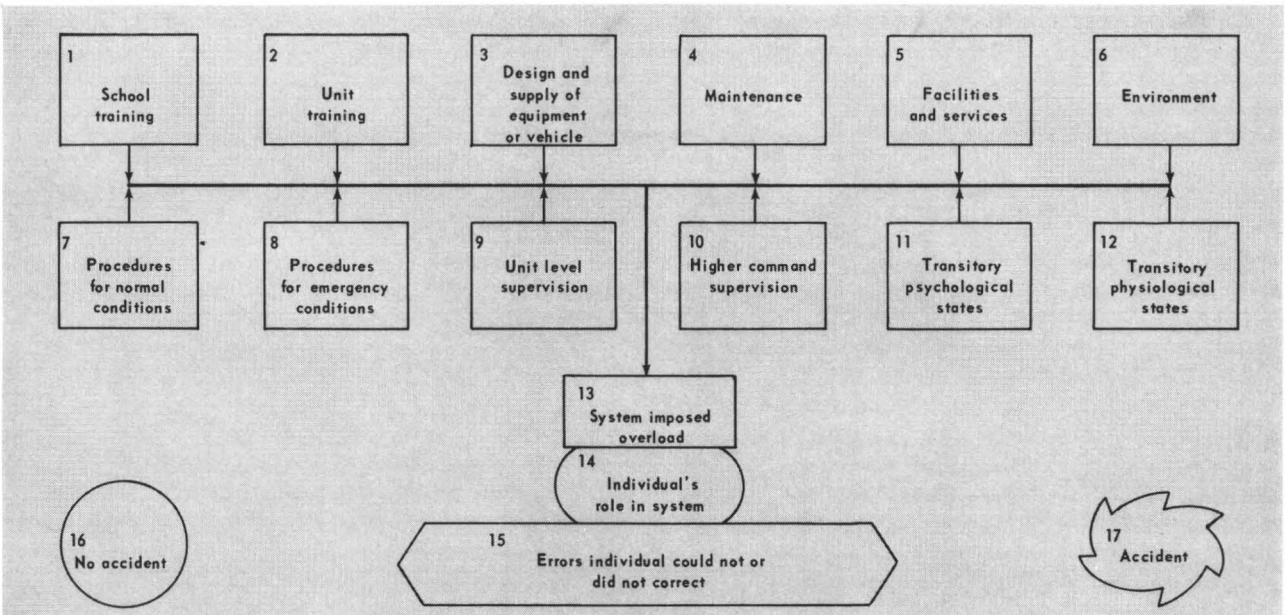

Figure 1
In developing a new approach, it was necessary to get back to basics by first defining the problem. Figure 1 presents a functional definition of the human-error accident. Items one through twelve are the basic elements of the aviation system. When one or more of these elements is out of tolerance, an overload (item 13) is placed on man's system role (item 14) in that he must continue to perform his normal tasks while correcting or adjusting for the abnormal system condition. When this overload exceeds his ability to cope with it or occurs at a critical time, he makes errors (item 15) in his normal tasks in handling the abnormal system condition. Most of these errors slip by without causing an accident (item 16). But when events or circumstances operate unfavorably, the error leads to an accident (item 17).